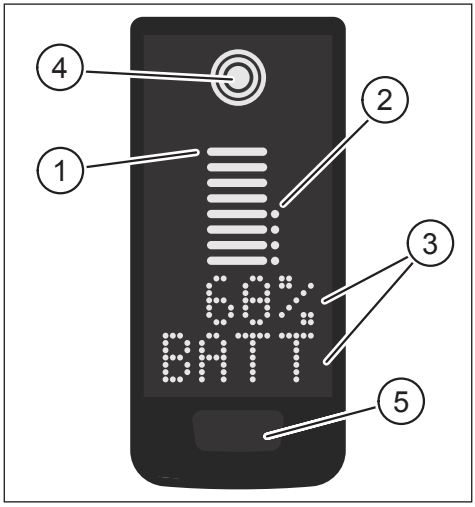
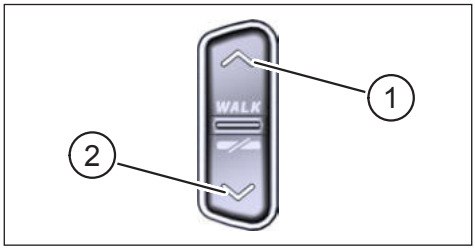

Fig. 1: Bedienings- en weergave-elementen op het Display
Fig. 2: Bedieningselementen op de Remote
Pos. in Fig. 1	Beschrijving
Pos. in Fig. 2	Beschrijving
- ▶ Houd de regeltoets op het Display (Pos. 5 in Fig. 1) en de regeltoets DOWN op de Remote (Pos. 2 in Fig. 2) gedurende minstens 5 s ingedrukt.
▶ Druk **dubberklik** op de bedieningsknop op het Display (Pos. 5 in Fig. 1) om over te schakelen naar de volgende schermweergave.
— Door op de knop DOWN op de Remote te drukken (Pos. 2 in Fig. 2)
— Door op de bedieningsknop op het Display te drukken (Pos. 5 in Fig. 1)